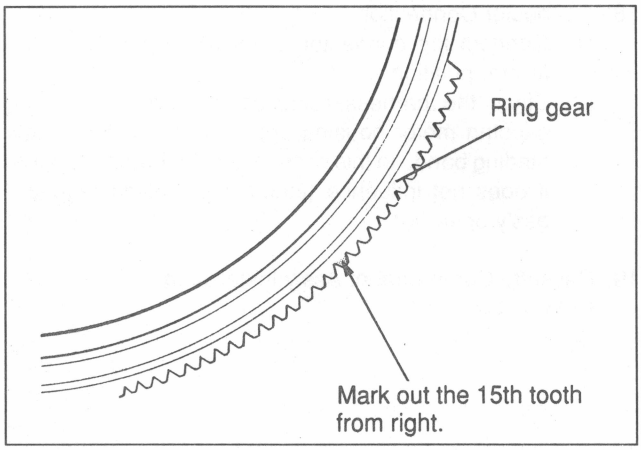

Fig.7-18-13 Mark the Loading Ring Gear
11. Loading Ring Ass'y Replacement and Installation (Fig. 7-18-13)